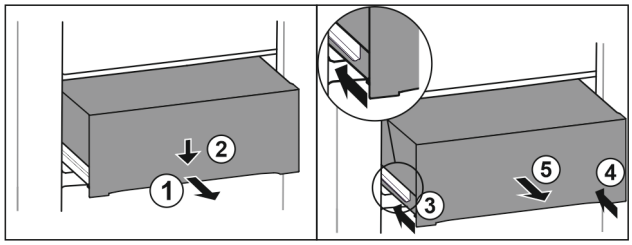

Fig. 212
▶ 将抽屉拉出一半。 *Fig. 212 (1)*
▶ 朝下按压正面的抽屉。 *Fig. 212 (2)*
▶ 将左侧轨道推入大约 2 cm。 *Fig. 212 (3)*
▶ 将右侧轨道推入大约 2 cm。 *Fig. 212 (4)*
▶ 朝前取出抽屉。 *Fig. 212 (5)*